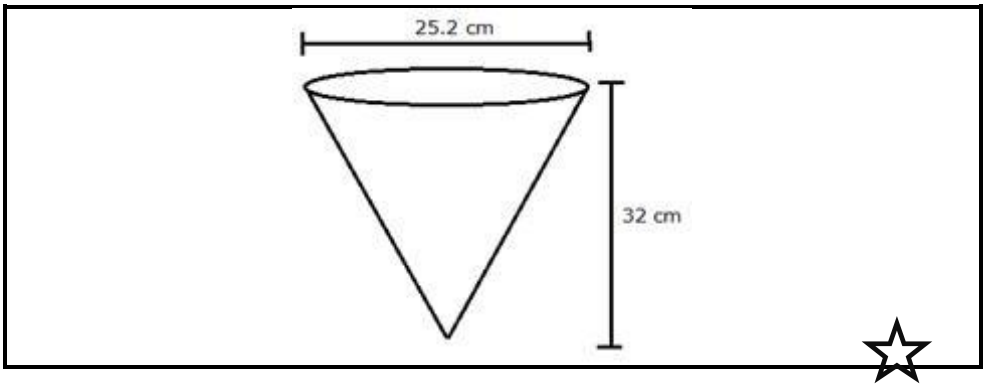

FIGUUR 2 (4)
2.2.2 Gebruik die afmetings wat in FIGUUR 2 gegee word om die volume van die voer te bereken as die houer heeltemal vol is.